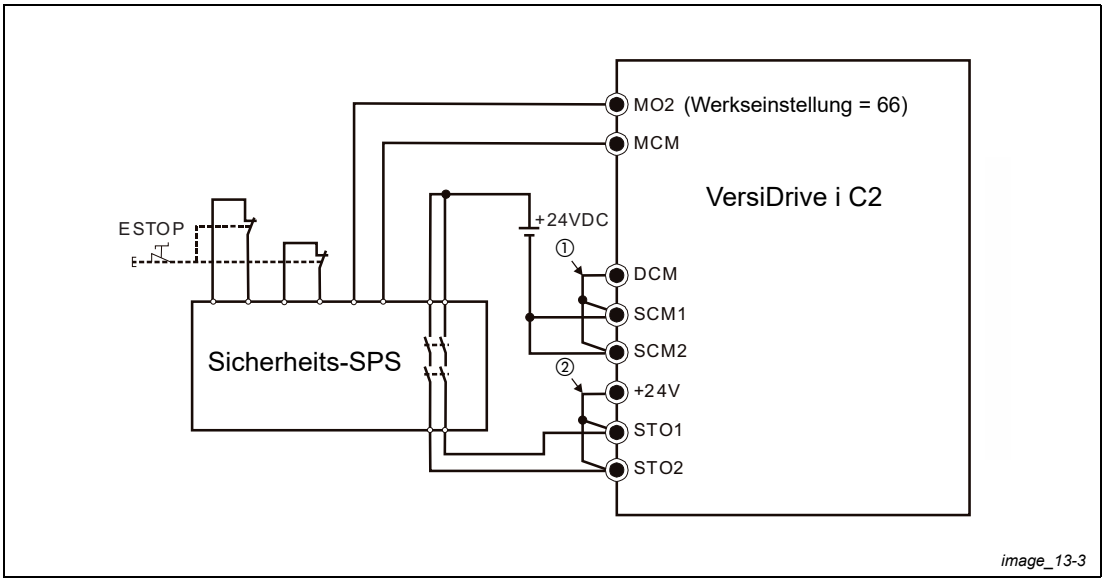

Abb. 14-3: Sicherheitskreis mit Sicherheits-SPS
① Entfernen Sie die Kurzschlussbrücken zwischen +24 V-STO1-STO2 und DCM-SCM1-SCM2.
② Die Verdrahtung mit der Sicherheits-SPS ist in Abb. 14-3 dargestellt. Die Kontakte des NOT-HALT-Tasters (ESTOP) müssen im Normalzustand geschlossen sein, damit der Betrieb des Frequenzumrichters freigegeben ist.
③ Nach Betätigung des NOT-HALT-Tasters (Kontakte geöffnet), tritt der Zustand des sicher abgeschalteten Moments (STO-Modus) ein, woraufhin der Ausgang des Frequenzumrichters abschaltet und die Bedieneinheit STO anzeigt.